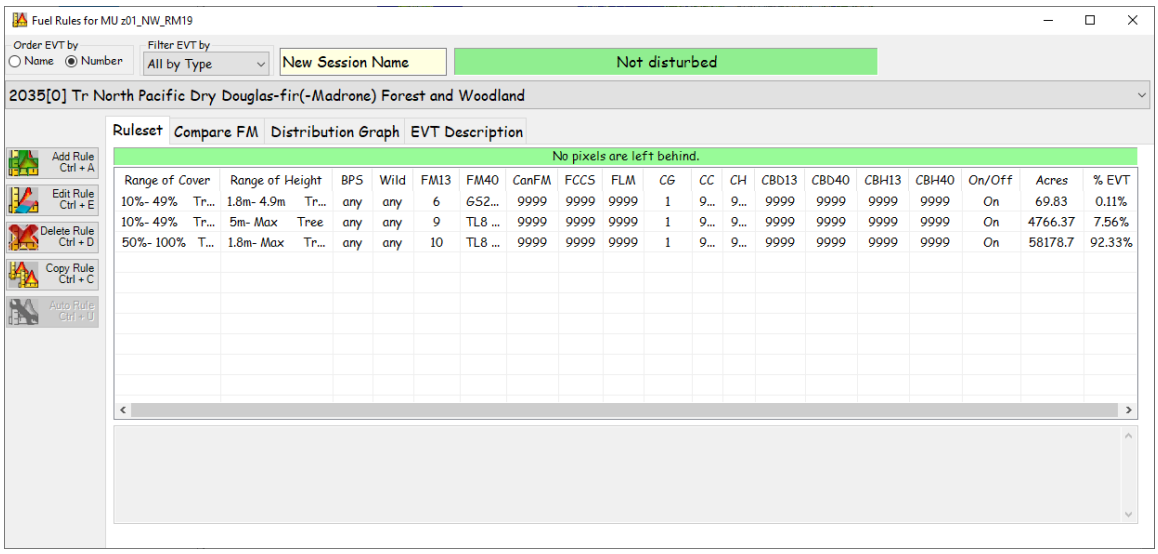

***Figure 6-9. FUEL Rules** dialog box.*
The **Fuel Rules** dialog box with the **Ruleset** page displayed will open (Figure 6-9).
- (Optional) In the Fuel Rules dialog box (Figure 6-9), add a **Session Name in the box provided** if desired.
- 7.5.1 Fuel rule header selections. Use the drop-down window to select an appropriate "**Fuel Vegetation Number and Name**" (Figure 6-9). (This selection allows the user to go directly to the desired FVT and provides information on the dominant species present and type of vegetation that occupies the site). (See FVT Description tab in 7.5.5 Fuel rule page tabs for additional information.)